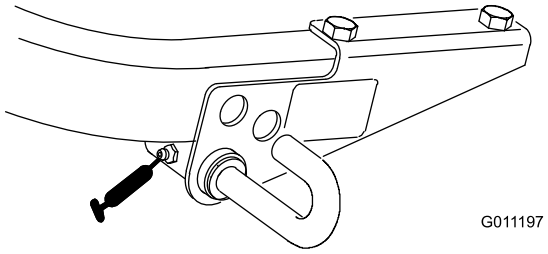

Figur 31
- Klippspärrsspaken (Figur 31)